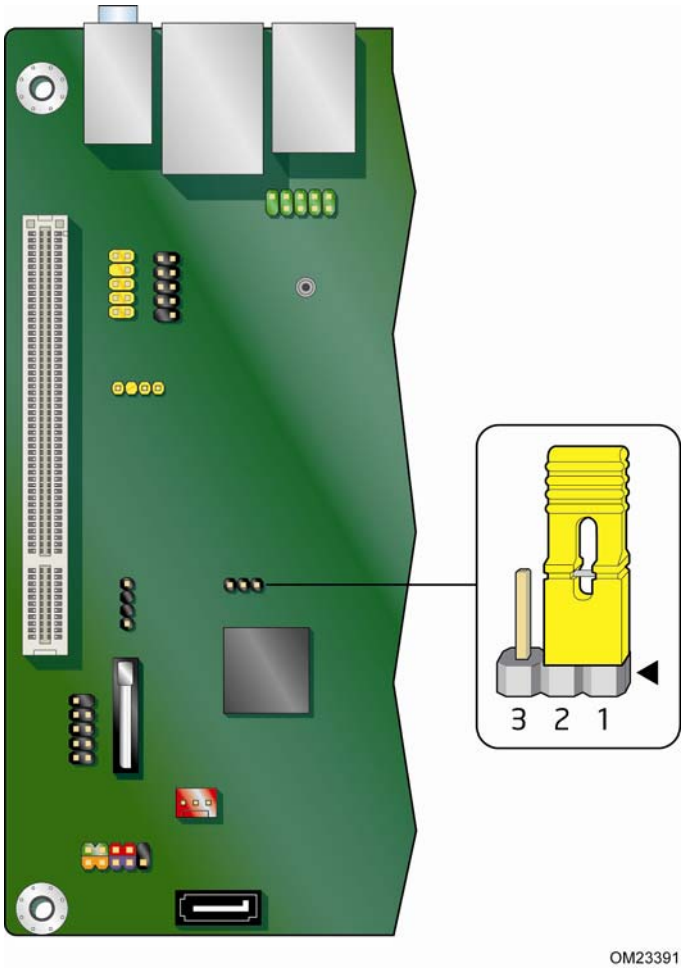

Figure 12. BIOS Configuration Jumper Block
Figure 12 shows the location of the Desktop Board's BIOS configuration jumper block.
4. Find the configuration jumper block (see Figure 12).